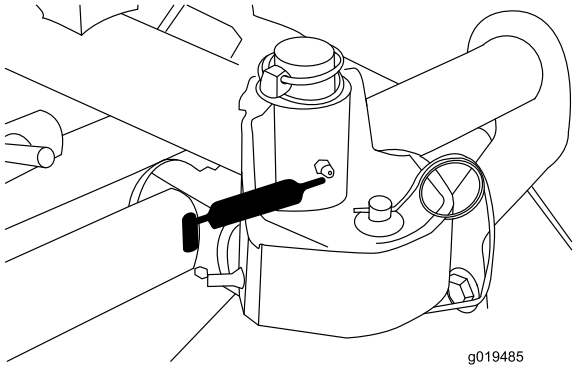

Bild 41
- Mähwerkträgerrahmen und Drehbüchsen (2 Stück)Bild 41.